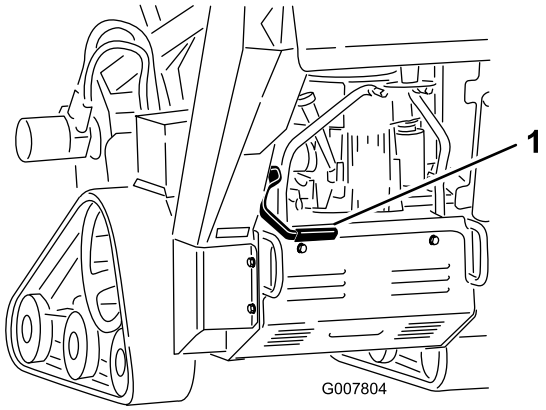

Figur 14
- Lägg i parkeringsbromsen genom att flytta bromsreglaget bakåt och uppåt (Figur 14).
- Lägg ur bromsen genom att flytta reglaget bakåt och nedåt (Figur 14).